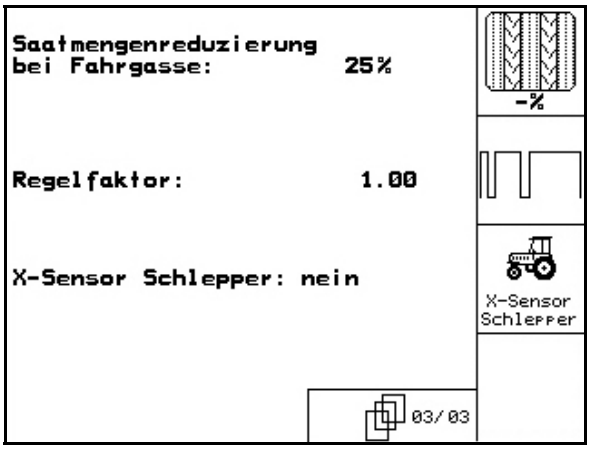

Fig. 19
Page 3 (Fig. 19)
2. Mark beginning and end of the test distance (Fig. 19).